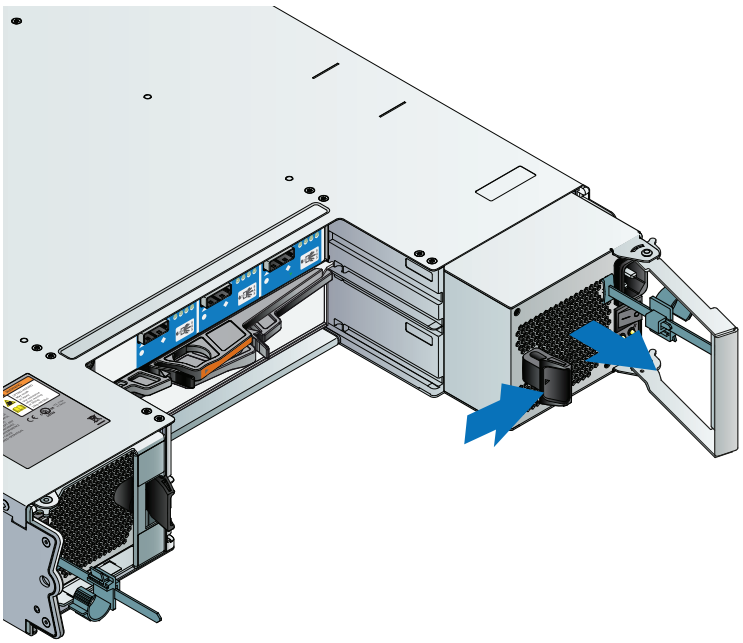

Figure 8–1: Removing the Power Supply Module
b. Gently pull the module from the chassis, as shown in *Figure 8–1*.